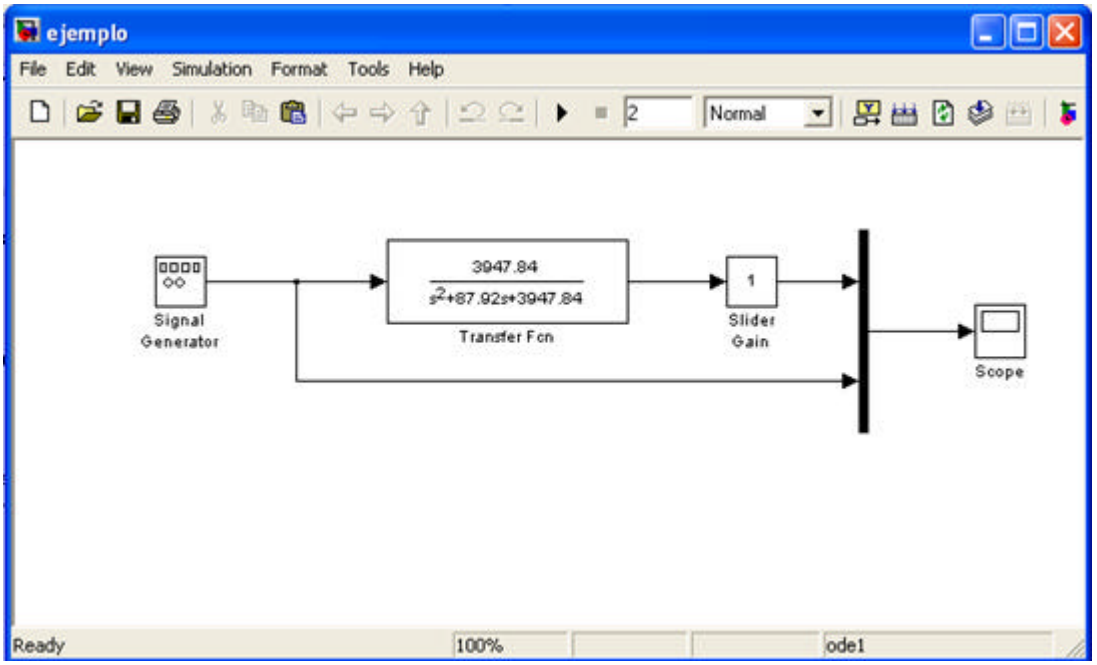

Figura 2.2: Modelo en Simulink para un sistema de segundo orden
- Desde la librería **Sources**, arrastre un bloque de generador de señal, un **Slider Gain** de la librería **Math** y un **Scope** de la librería **Sinks**. Conecte todos los bloques como en la figura 2.2.